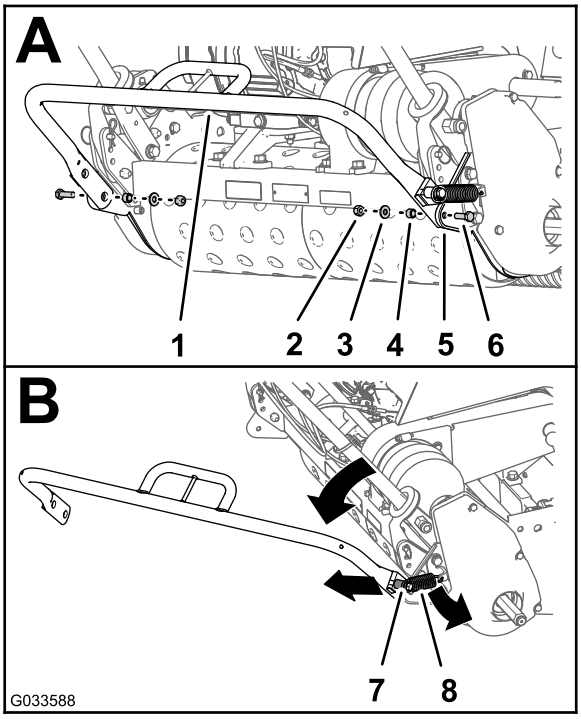

Figure 2
1. La béquille étant relevée, retirez le contre-écrou, la rondelle, l'entretoise et la vis (5/16 x 1 po) qui fixent chaque côté de la béquille aux plaques latérales (A de Figure 2).
2. Décrochez le ressort du tenon (1 po) sur la béquille (B de Figure 2).